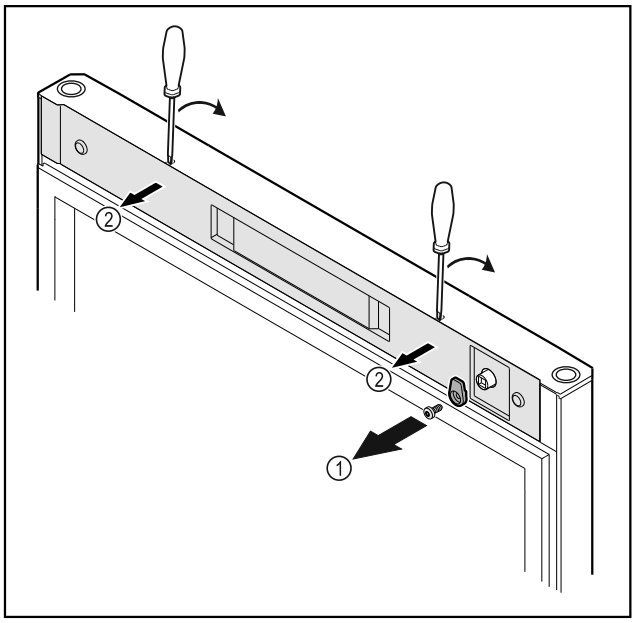

Fig. 10
▶ Deșurubați *Fig. 10 (1)* cârligul de închidere.
▶ Deblocați apărătoarea *Fig. 10 (2)* cu o șurubelniță mică și detașați-o.